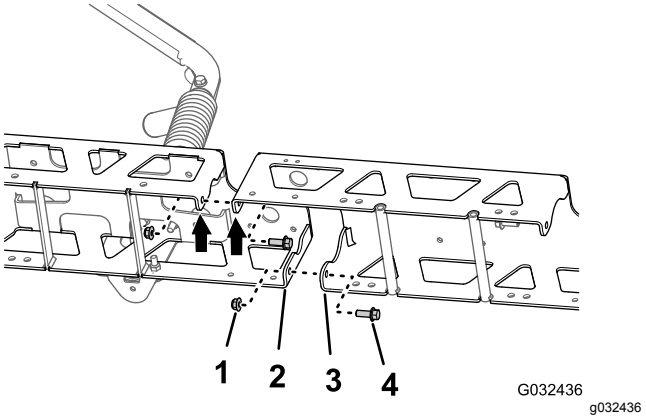

Rysunek 52
1. Ustaw otwory w pionowych kołnierzach przedłużenia środkowego wysięgnika równo z otworami w ramie kratownicowej (Rysunek 52).
2. Luźno zamocuj przedłużenie środkowego wysięgnika do ramy kratownicy (Rysunek 52) używając 2 śrub kołnierzowych (3/8 x 1 cala) i 2 nakrętek kołnierzowych zabezpieczających (3/8 cala) odkręconych w kroku 1 procedury Rozdzielanie kratownic środkowej sekcji zraszania (Strona 25).
3. Ustaw otwory w pionowych kołnierzach przedłużenia środkowego wysięgnika równo z otworami w drugiej ramie kratownicowej (Rysunek 52).
4. Luźno zamocuj przedłużenie środkowego wysięgnika do drugiej ramy kratownicy (Rysunek 52) używając 2 śrub kołnierzowych (3/8 x 1 cala) i 2 nakrętek kołnierzowych zabezpieczających (3/8 cala) z zestawu wykończeniowego systemu zraszania GeoLink (Rysunek 52).